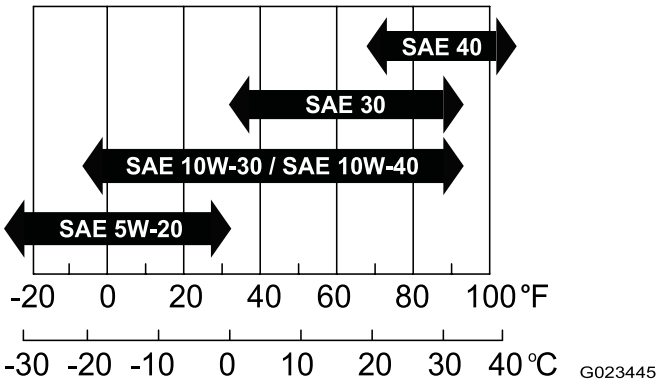

Figur 38
- **Viskositet:** SAE 30, se följande tabell för övriga viskositeter (Figur 38):